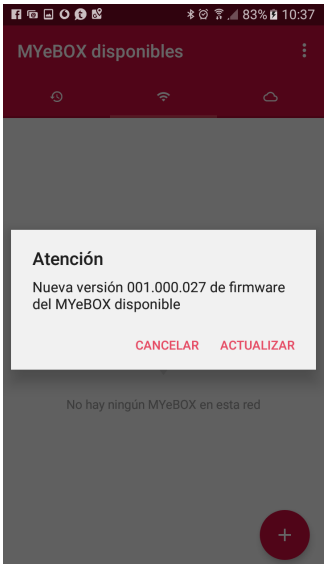

Figura 25: Pantalla de la Aplicación MyEBOX indicando una nueva versión.
5.- Una vez conectado el equipo a la aplicación es necesario comprobar si existe una versión más actualizada del firmware del equipo. Si existe una nueva versión de firmware, la aplicación muestra el mensaje de la **Figura 25**